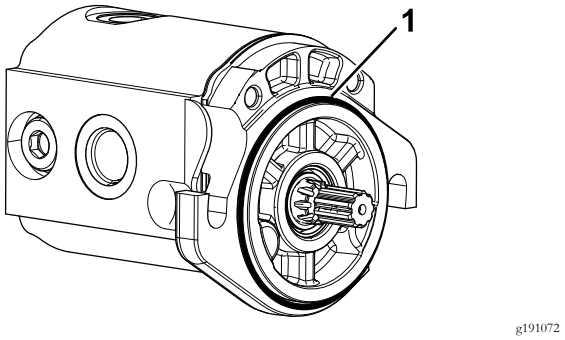

Figuur 7
5. Monteer de O-ring op de messenkooimotor (Figuur 7).